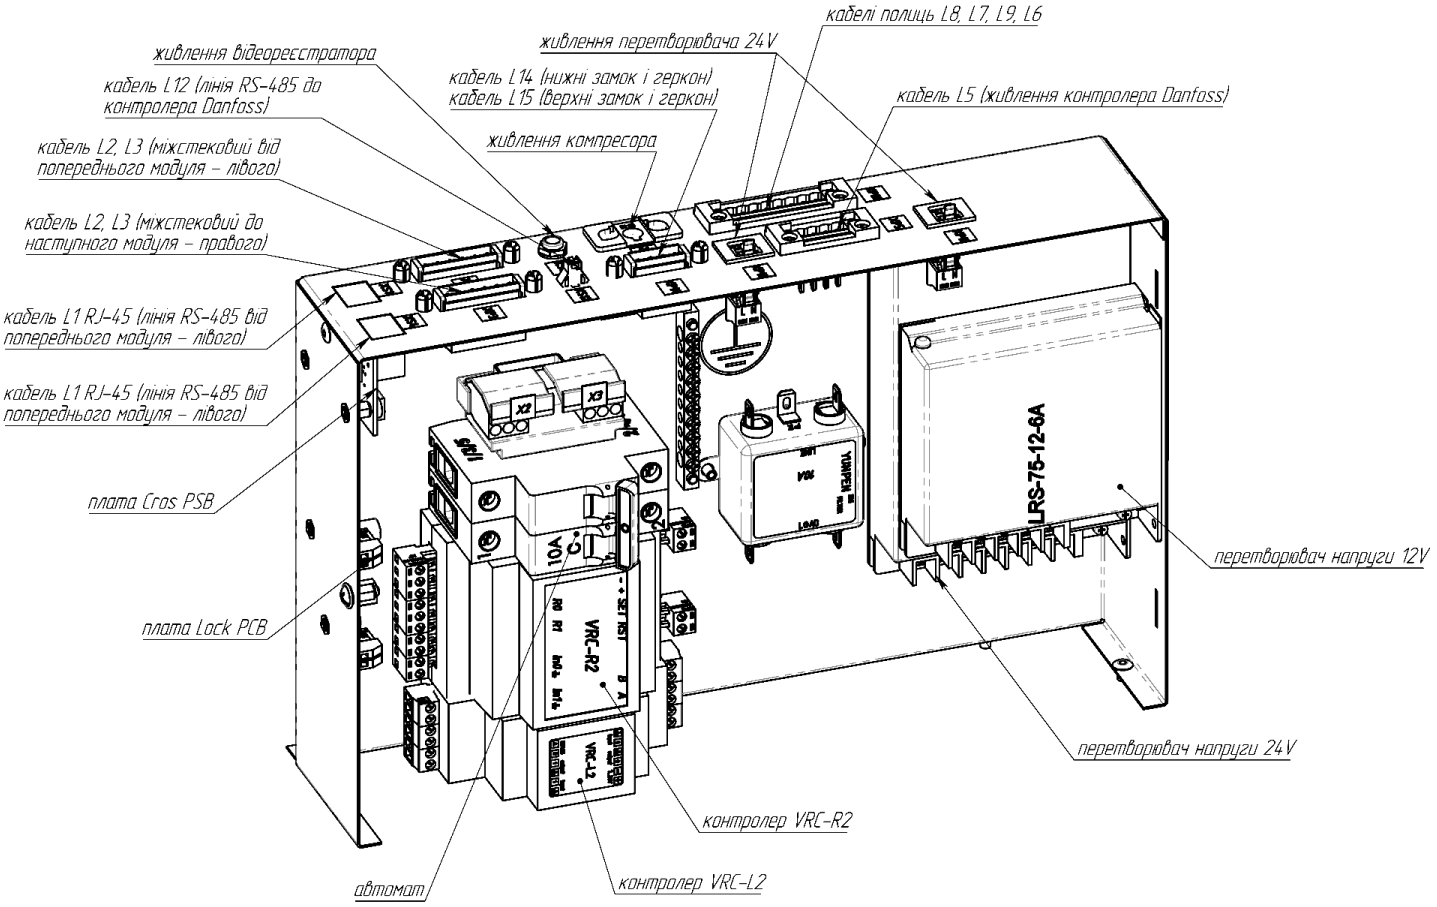

Рис. N1
• Перевірити з'єднання на роз'ємі XS5 блоку управління шафи холодильної (Рис. N1, O1)
• Перевірити з'єднання лінії RS-485 від контролера температури Danfoss до блоку керування шафи холодильної (Рис. N1, O1)